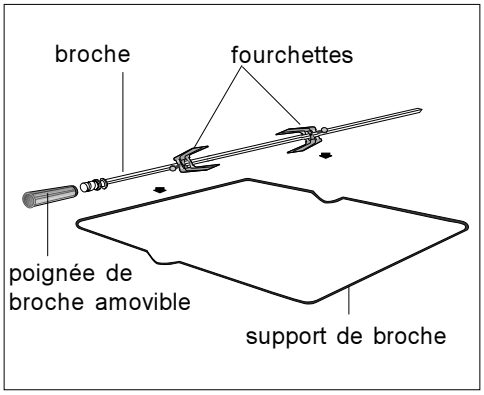

Fig. 4
- enfiler et fixer la viande sur le tourne-broche (fig. 4);